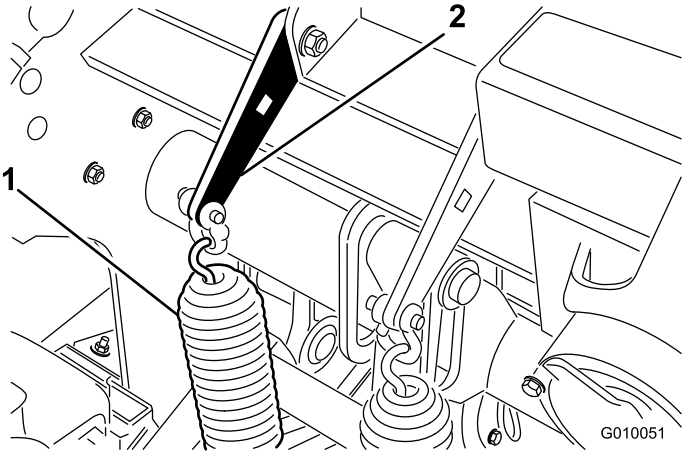

Figura 37
1. Desaperte as porcas do parafuso de carroçaria que fixam os suportes da mola à cabeça de perfuração (Figura 37). Não os retire.